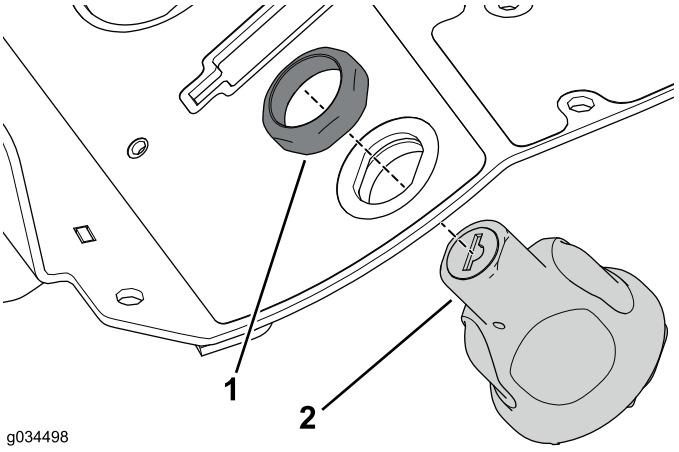

图13
4. 卸下点火开关上的锁紧螺母，将点火开关从中央控制台总成中取出（图13）。